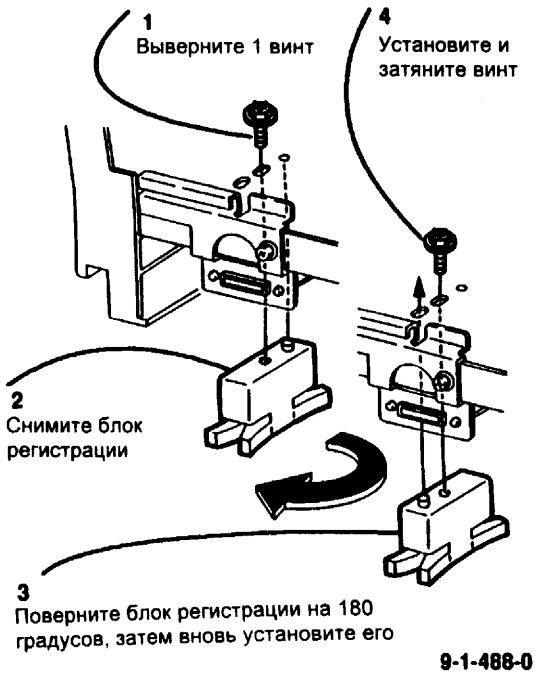

Рис. 1 Повторная установка блока регистрации
4. (Рис. 1) Поверните блок регистрации на 180 градусов.